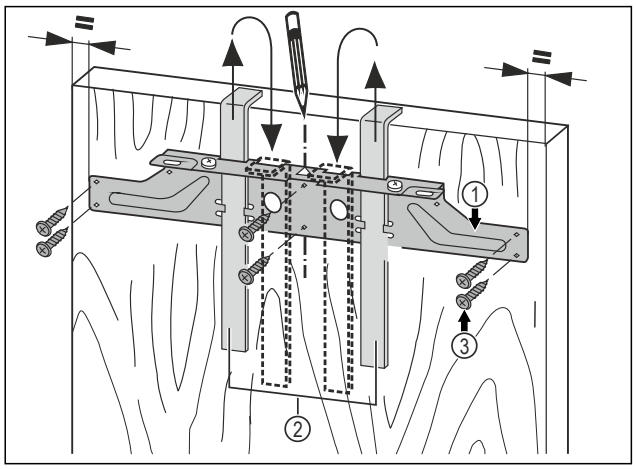

Fig. 21
▶ Befestigungstraverse *Fig. 21 (1)* mit den Montagehilfen *Fig. 21 (2)* auf die Innenseite der Möbeltür hängen.
▶ Befestigungstraverse *Fig. 21 (1)* mittig auf der Tür ausrichten.
▶ Die Befestigungstraverse *Fig. 21 (1)* mit mindestens 6 Schrauben *Fig. 21 (3)* festschrauben.
▶ Befestigungstraverse *Fig. 21 (1)* mit 4 Schrauben *Fig. 21 (3)* am Rand festschrauben.
▶ Montagehilfen *Fig. 21 (2)* nach oben herausziehen und in die danebenliegenden Aufnahmeöffnungen gedreht einschieben.